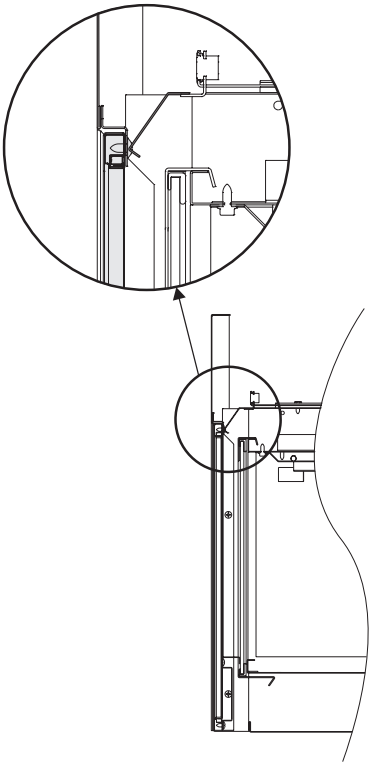

**Figure 23**
3. Once the lower return flange on the back of the barrier is place against the glass door fame, gently lift the barrier screen up about 3/8 of an inch, push inward on the barrier, then release and lock the lower return flange between the door glass and lower door frame. **See Figure 23.**